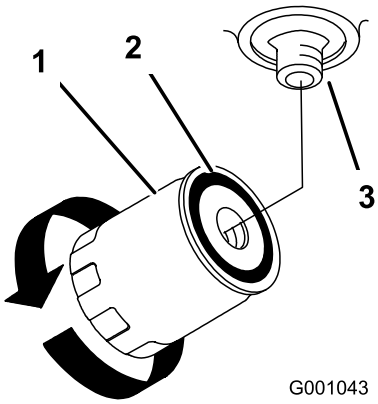

**Figuur 75**
4. Verwijder het oude filter en veeg de pakking van de filtertussenstuk schoon (Figuur 75).
7. Draai het oliefilter rechtsom totdat de rubberen pakking contact maakt met het filtertussenstuk. Draai het filter vervolgens nog eens 1/2 slag (Figuur 75).